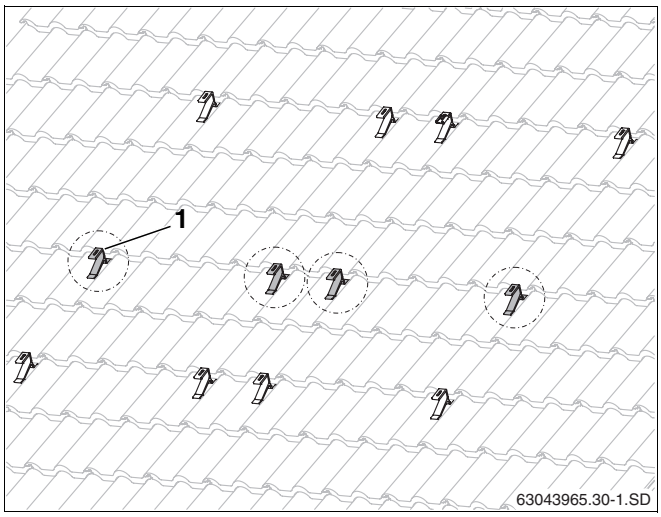

Rys. 28 Dodatkowe haki dachowe do zamocowania profilu absorbującego dodatkowe obciążenie śniegiem (tutaj: do dwóch kolektorów)
- Dodatkowe haki dachowe (rys. 28, **poz. 1**) należy zamocować pośrodku już zamontowanych górnych i dolnych haków.